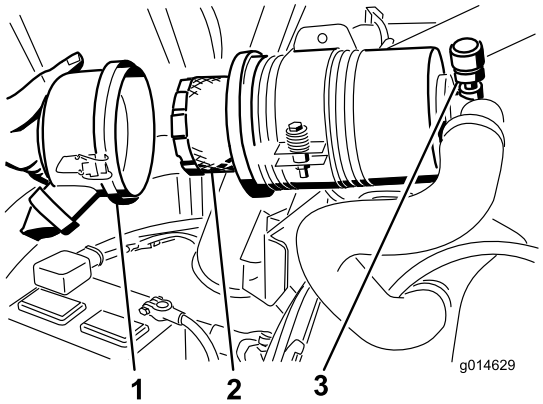

**Figura 53**
4. Retire y cambie el filtro (Figura 53).